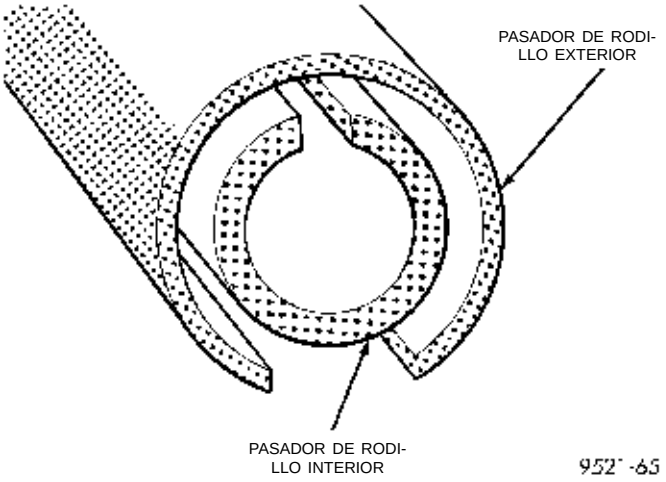

Fig. 21 Orientación correcta de los pasadores de rodillos
(1) Para la instalación, invierta el procedimiento de desmontaje. Reemplace los pasadores de rodillos que fueron retirados por unos nuevos. La orientación correcta de los pasadores de rodillo se muestra en la (Fig. 21).